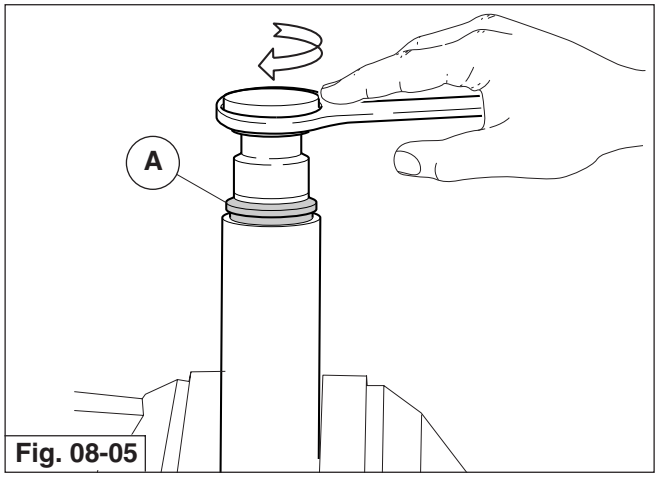

Fig. 08-05
- Riavvitare il tappo "A" di fig. 08-05 sul tubo portante.
- Refit crown "A" shown in fig. 08-05 on the stanchion.